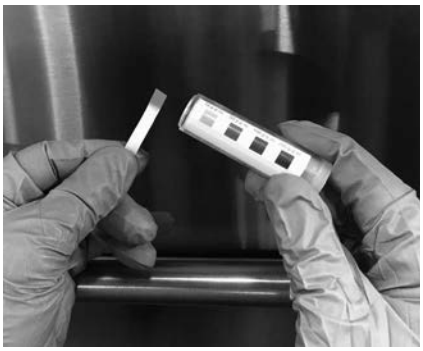

Fig. 11
3. Compare la tira de prueba con la escala de prueba suministrada con su kit de prueba (Fig. 11). Si el nivel de desinfectante está fuera de los límites (es decir, por debajo de 50 ppm o por encima de 100 ppm), ajuste la dosificación. Consulte la programación de la bomba de productos químicos (página 16), para obtener instrucciones de ajuste, o póngase en contacto con su proveedor de productos químicos.